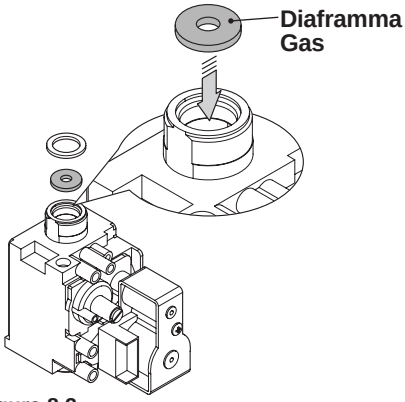

Figura 8.2
- Eseguire la trasformazione del tipo di gas sostituendo correttamente il diaframma gas (Figura 8.2), facendo riferimento alla sezione "Dati tecnici M270V.2025 SM" a pag. 22 e "Dati tecnici M270V.2530 SM" a pagina 26.